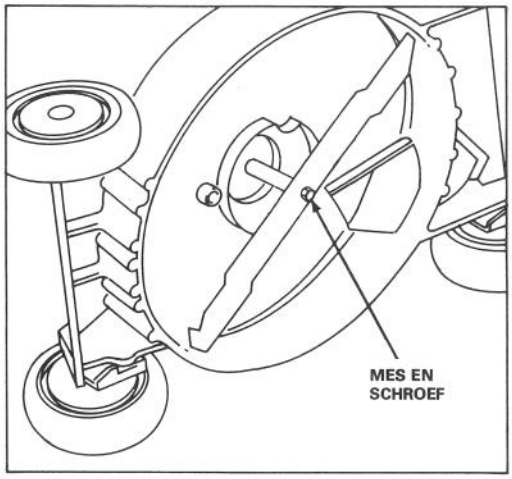

Afbeelding 15
3. Zet de maaier op de rechterzijde (Afb. 15). Pas op dat u het mes niet roteert. Dit kan tot problemen bij het starten leiden.
5. VERWIJDEREN VAN HET MES — Pak het mesuiteinde met een doek of dikke gewatteerde handschoen. Verwijder de messchroef en het mes (Afb. 15).